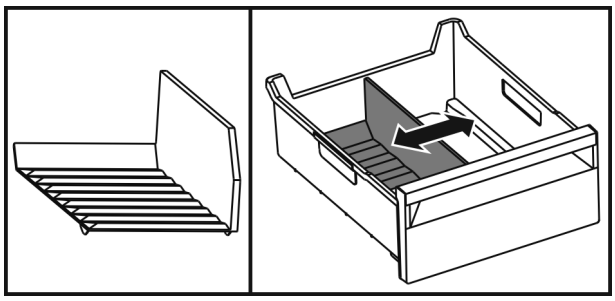

*Fig. 48*
▶ Lift the back of the divider *Fig. 48 (1)*.
▶ Lift it up and out *Fig. 48 (2)*.